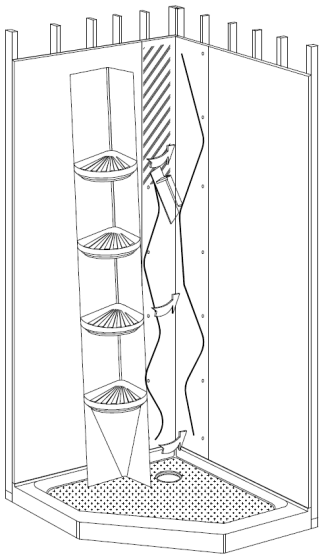

**FIGURE 5**
4. Appliquez ensuite l'adhésif selon les recommandations du manufacturier de l'adhésif (Fig. 5) afin de coller l'étagère en coin.
4. *Apply the adhesive as per the manufacturer's instructions (Fig. 5), and then permanently install the corner caddy.*